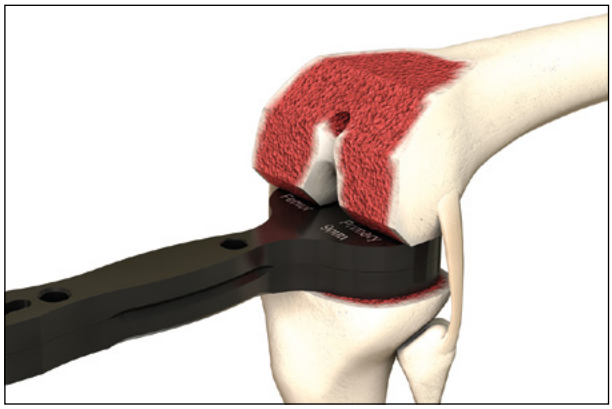

Fig. 32 Kontrollimi i hapësirës së përkuljes
- Futja e bllokut të distancimit në hapësirën e përkuljes me insertin e bllokut të distancimit, të përcaktuar më parë në shtrirje (Fig. 32)